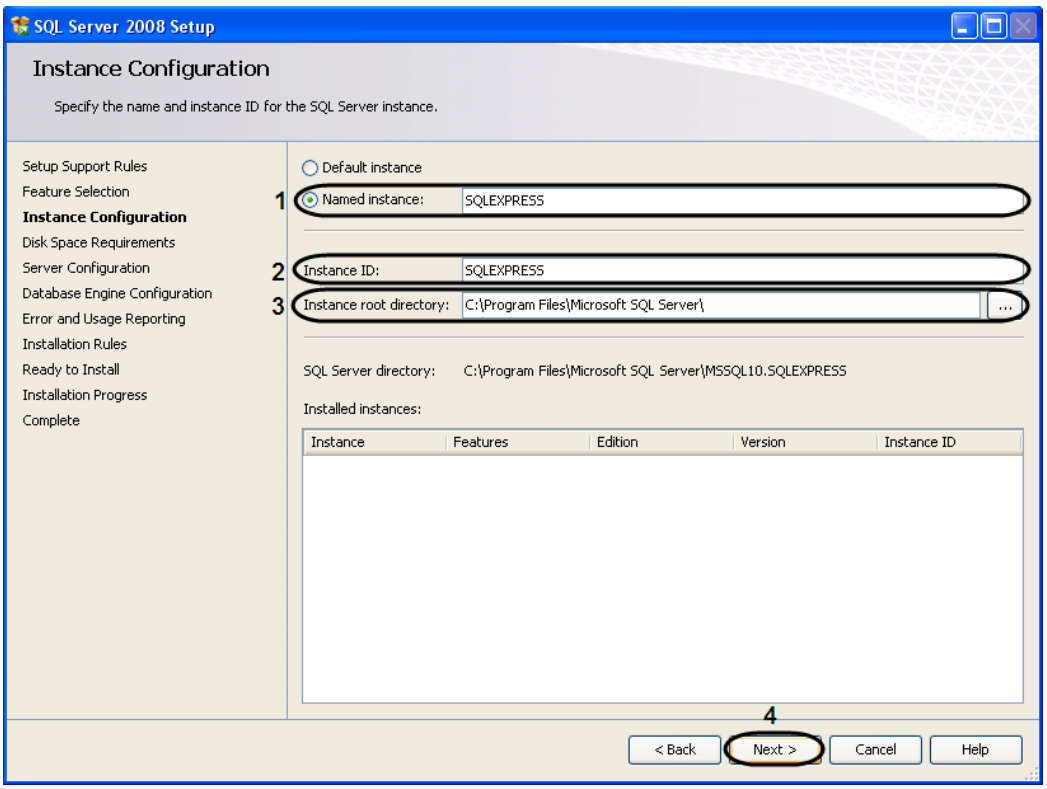

Figure 13.6-11 The "Instance Configuration" box
12. The “Instance Configuration” dialog box will be displayed for setting the configuration of MS SQL Server 2008 R2 instatnce (Figure 13.6-11).
12.1. Set the switch to the “Named instance” position and specify the “SQLEXPRESS” name of in the field (Figure 13.6-11, 1).
12.2. Specify the “SQLEXPRESS” value for the instance identifier in the “Instance ID” field (Figure 13.6-11, 2).
12.3. Specify the path to the root directory for setting up the MS SQL Express in the “Instance root directory” field (Figure 13.6-11, 3).
12.4. To go to the next box, click the “Next>” button (Figure 13.6-11, 4).